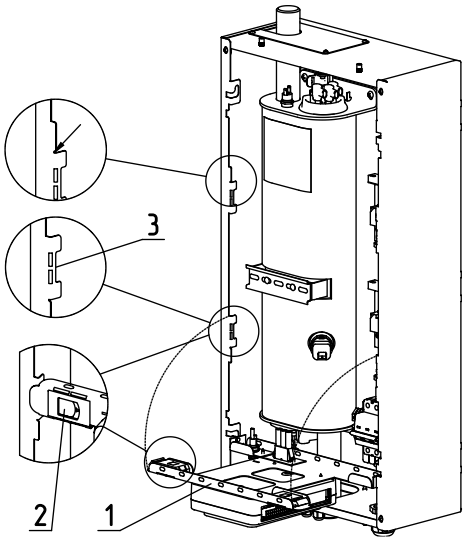

Рис.19 Откидывание кронштейна
- откинуть кронштейн для крепления пульта управления (**рис.19 поз.1**);
- отжать замки-защелки (**рис.19 поз.2**) с двух сторон;
- имеется возможность сменить положение кронштейна, достав его из пазов и закрепив в соответствующие пазы выше (**рис.19 поз.3**).